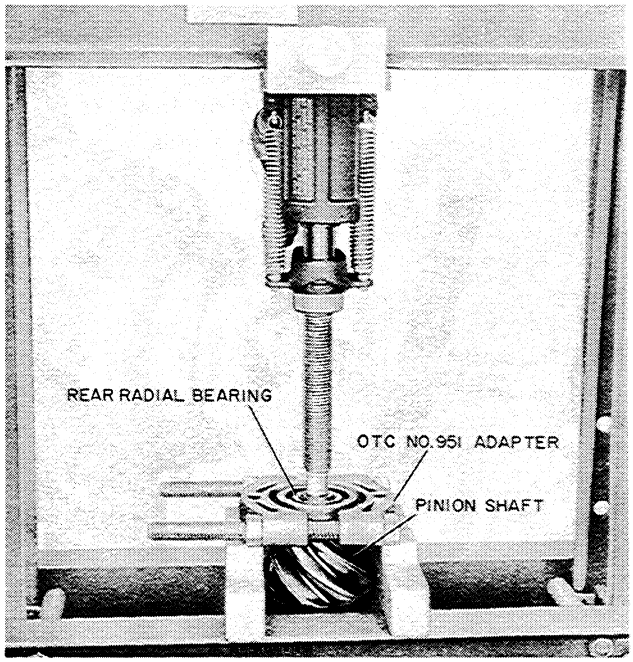

Figure T-45
8. then press the bearing off of the pinion shaft , Figure T-45.